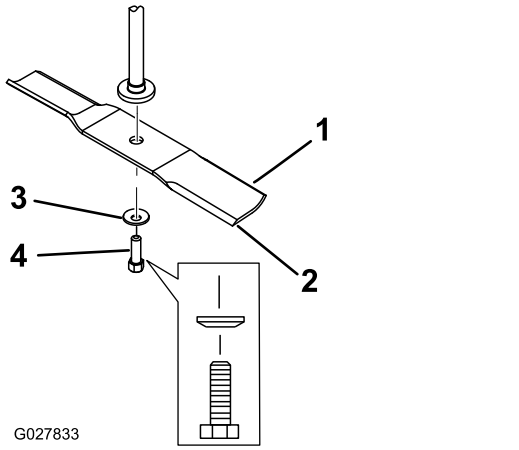

Figur 64
2. Fjern skæreknivsbolten, den buede spændeskive og skærekniven fra spindelakslen (Figur 64).
1. Monter skærekniven på spindelakslen (Figur 64).
2. Monter den buede skive (med den buede side mod skærekniven) samt knivbolten (Figur 64).